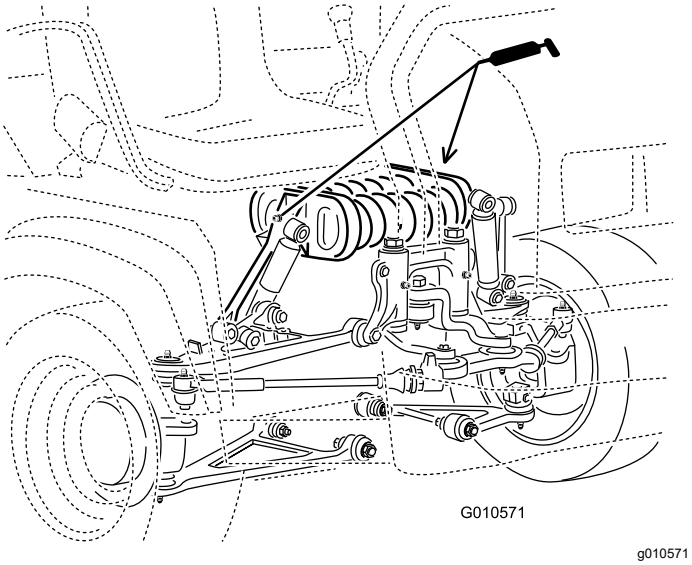

Bild 30
- **Federstangen (2)**; siehe Bild 30